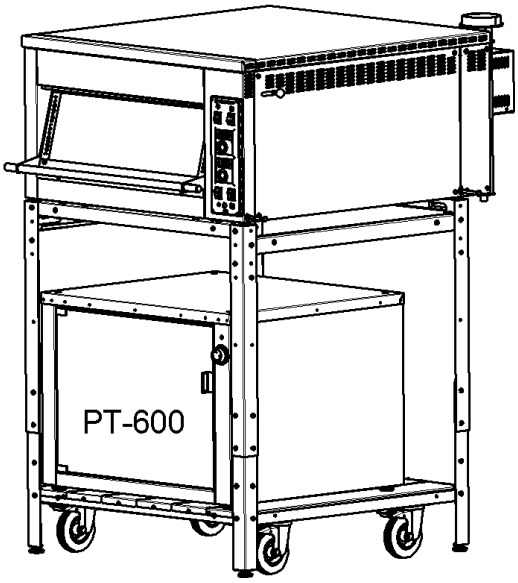

Рис.14
14. Вкрутить до упора 4 винтовые опоры шкафа РТ-600, затем установить шкаф РТ-600 в подставку на полки, как показано на рис. 14 и 14.1: